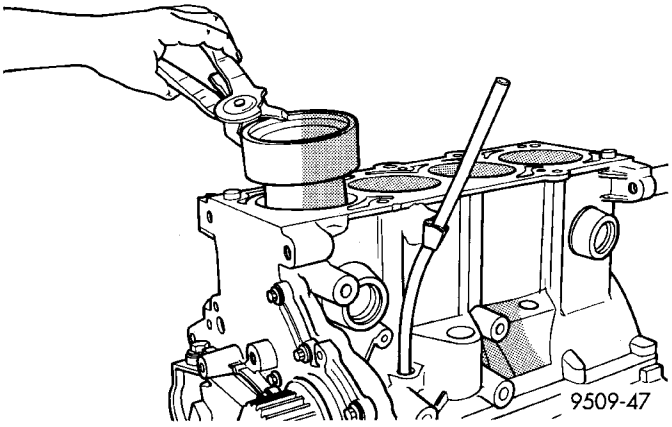

Fig. 84 Instalación de pistón
(3) Sumerja la cabeza de pistón y los aros en aceite de motor limpio, deslice el compresor de aro, sobre el pistón (Fig. 84). **Asegúrese de que la posición de los aros no cambie durante esta operación.**